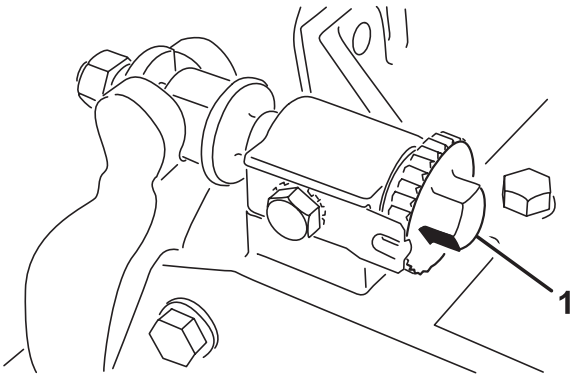
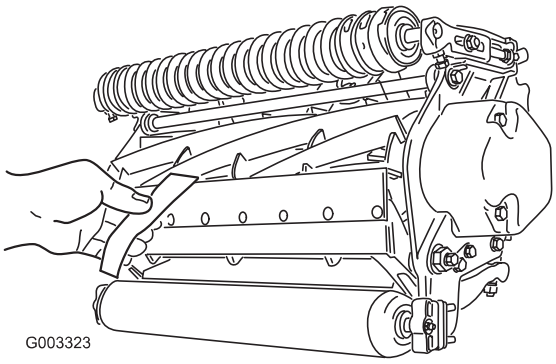

Figure 7
Figure 8
1. Position machine on a flat, level work surface. Make sure reel contact is removed by turning bedbar adjusting screws counterclockwise (Fig. 7).
3. At one end of reel, insert a strip of newspaper between reel and bedknife (Fig. 8). While slowly rotating reel forward, turn bedbar adjusting screw (Fig. 7) clockwise (on same end of reel, one click at a time, until paper is pinched lightly, when inserted from the front, parallel to the bedknife. A slight drag will be noted as the paper is pulled.
5. After adjustment is accomplished, check to see if reel can pinch paper when inserted from the front and cut paper when inserted at a right angle to the bedknife (Fig. 8). It should be possible to cut paper with minimum contact between the bedknife and the reel blades. If excessive contact/reel drag is evident it will be either necessary to backlap or re–grind the cutting unit to achieve the sharp edges needed for precision cutting (Refer to the Toro manual for Sharpening Reel and Rotary Mowers, Form No. 80–300PT).